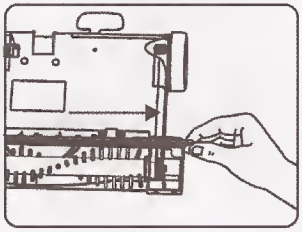

Fig. 19
9. Inserte el otro extremo del cepillo en la ranura. (Fig. 19)
11. Para reemplazar la escobilla de goma, siga las instrucciones anteriores para quitar los engranajes y remueva la escobilla de goma deslizándola de izquierda a derecha. (Fig. 19)